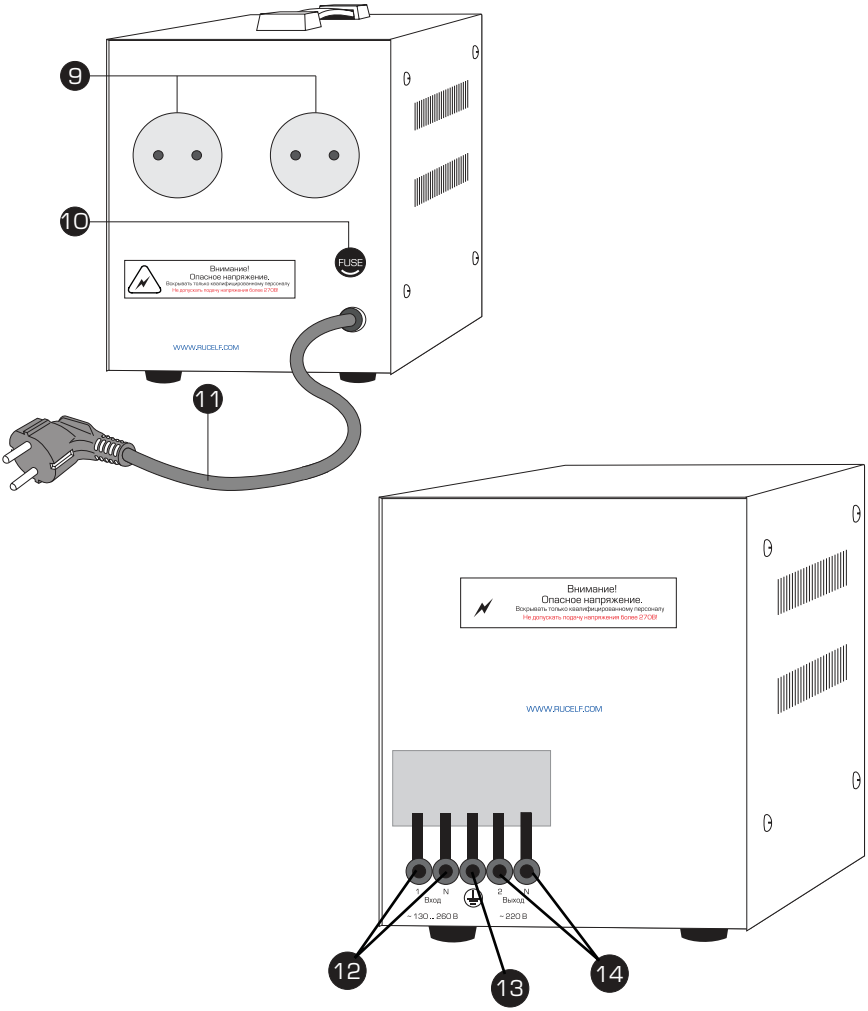

Рис. 3
- Подключить нагрузку к клеммам или розетке №9,14 (рис.3) выходного напряжения.
- Подключить в сеть 220 В шнур питания или пару входных клемм №11, 12 (рис. 3) на задней панели стабилизатора.